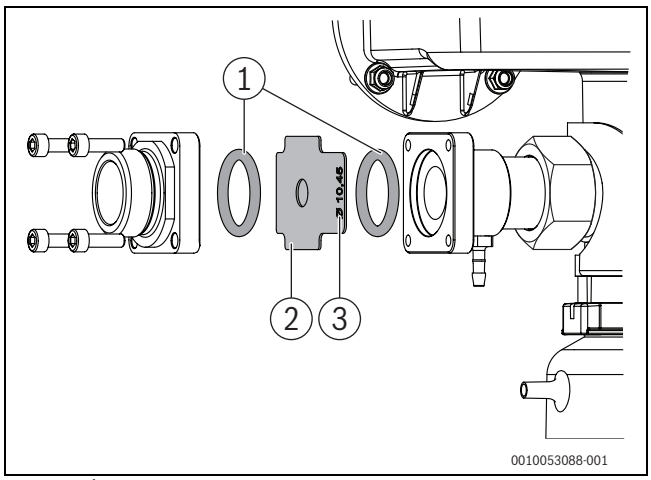

Fig. 28 Înlocuirea diafragmei de gaz (dimensiune cazan 150 kW [V04])
- ▶ **Dimensiune cazan 150 kW [V04]:** introduceți diafragma de gaz cu inscripționarea (→Fig. 28, [3]) în față, cu eticheta cu inscripționare orientată în față.